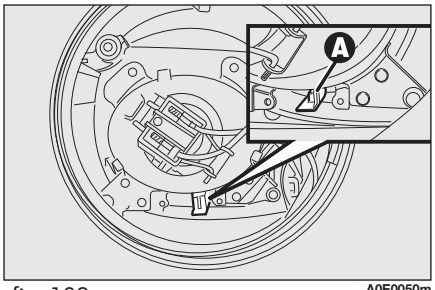

fig. 102 A0E0050m
- ❒ move lever **A-fig. 102** aside;